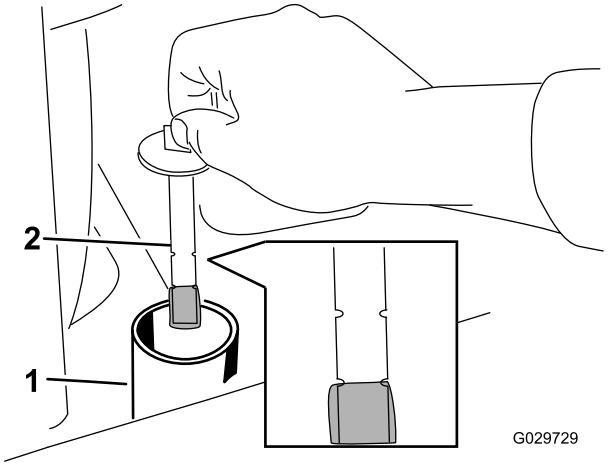

Figuur 28
8. Verwijder de dop van de vulbuis en controleer het vloeistofpeil op de peilstok (Figuur 28).